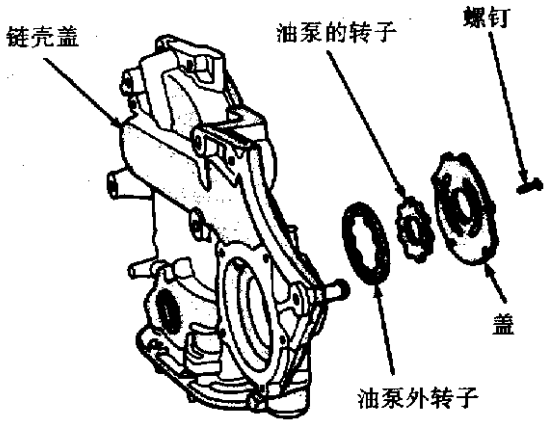

图 3－128　油泵
⑥将内转子装入链壳盖，如果内外转子间隙≥0.203mm(见图 3－92)，更换两个转子。
⑦用一直尺放在链壳盖表面两螺栓孔间。如果≥0.10mm 的千分片能插入转子与直尺间，更换泵总成，仅在转子符合要求的情况下。
⑧检查油压减压阀柱塞。细小划痕可用 400 格的湿或干砂纸去除。
⑨减压阀自由长度大约是 49.5mm，压缩至 34mm 长时可承受 8.85～9.3kg 的重量，如不符合要求应更换弹簧。
⑩如果泵符合要求而油压低，检查发动机轴承是否磨损或其他油压减小原因。
①组装油泵，按要求用新零件。内转子刻口对着铸铁油泵盖。
②拧紧盖螺钉至 12N·m。
③给转子孔加机油。
④慢慢安装链壳盖。